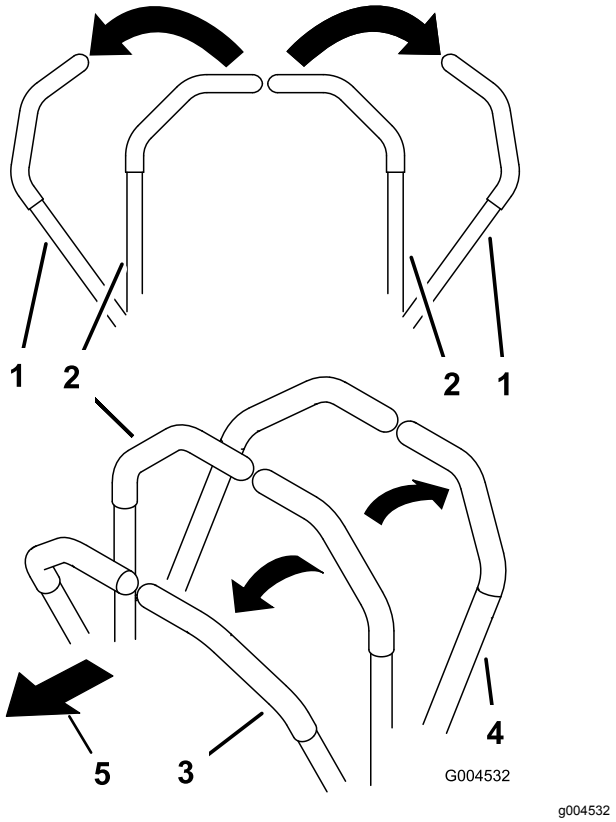

**Rysunek 20**
- Aby jechać do przodu, powoli przesuń dźwignie sterowania do przodu (Rysunek 20).
- Aby jechać do tyłu, powoli przesuń dźwignie sterowania do tyłu (Rysunek 20).
- Aby skręcić, zmniejsz prędkość maszyny, pociągając obie dźwignie do tyłu, a następnie popychając dźwignię po stronie, w którą ma zostać wykonany skręt, do przodu (Rysunek 20).